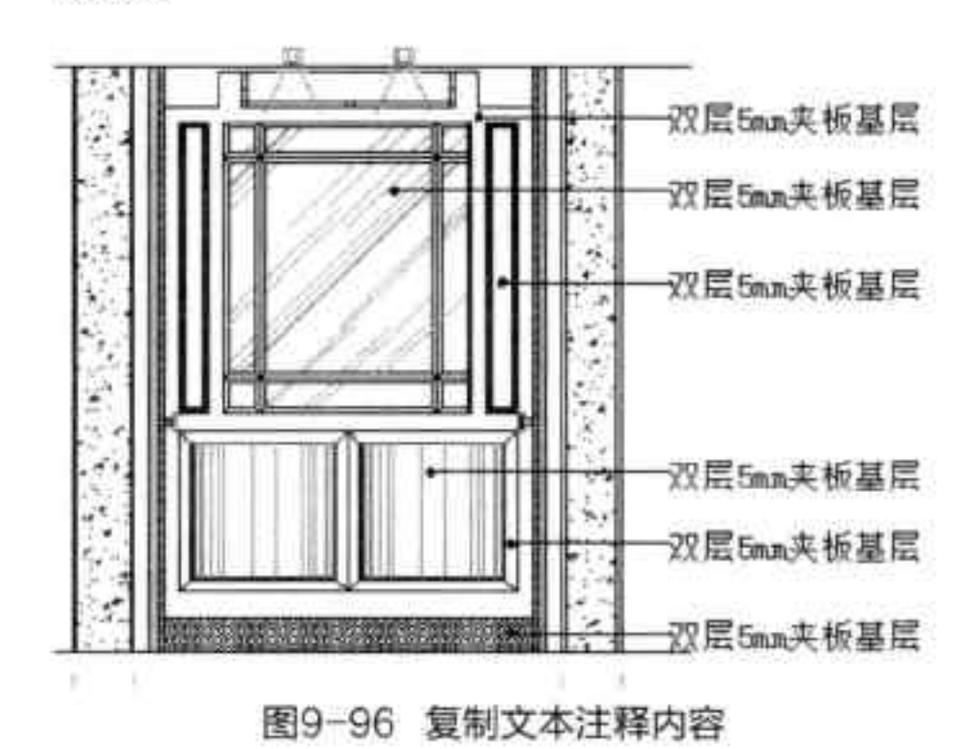

图9-96 复制文本注释内容
Step20 执行“复制”命令，将设置好的引线注释进行多次复制操作，如图9-96所示。